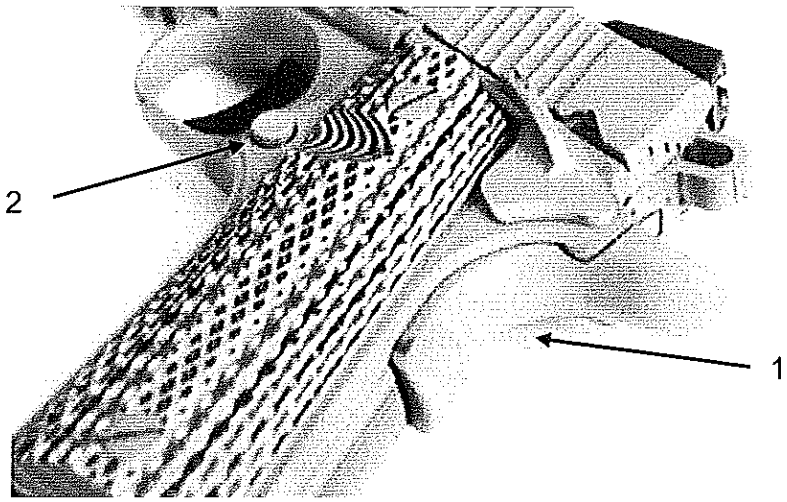

Figure A-5. M45A1 Grip Safety.
The grip safety (see fig. A-5, item 1 on page 165) automatically engages any time the operator releases his grip on the weapon's stock grip, helping to prevent negligent discharge of the weapon. The grip safety disengages when the weapon is held in a ready-to-fire grip.
The magazine catch (see fig. A-5, item 2) is located on the left side of the receiver. Pushing the magazine catch releases it and allows the magazine to drop from, or be removed from, the magazine well.